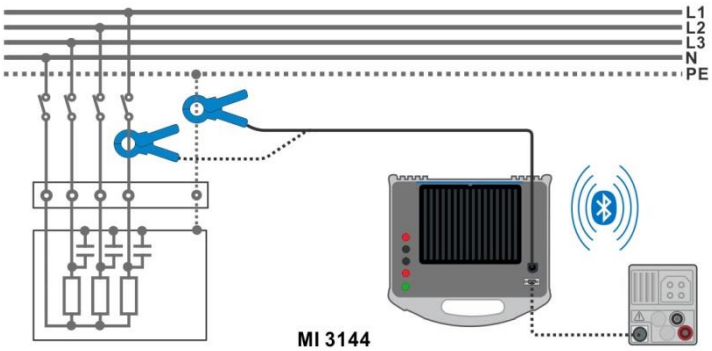

Figure 4.78: Current Clamp Meter measurement
- Connect MI 3152(H) instrument with MI 3144 Euro Z instrument via serial RS232 or pair them using Bluetooth communication.
- Check Bluetooth communication active sign if MI 3144 Euro Z 800 V instrument is connected to MI 3152(H) instrument via Bluetooth communication.
- Wrap the object under test with the measuring clamp. See ***Figure 4.78***.